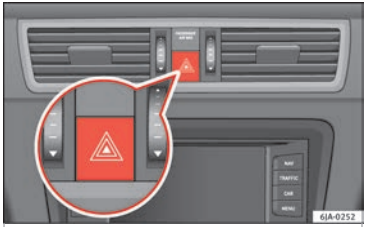

Fig. 133 Instrument panel: switch for hazard warning lights.
– Press the button ⚠ ››› Fig. 133 to switch the hazard warning lights on or off.